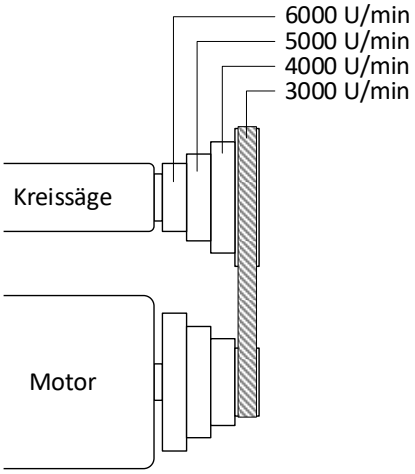

Abbildung 53: Drehzahlschema
- Jetzt den Keilriemen gemäß ⇨ Abbildung 53 auf die gewünschte Drehzahl umlegen. **Faustregel:** Den Riemen immer zuerst von „groß“ nach „klein“ umlegen.